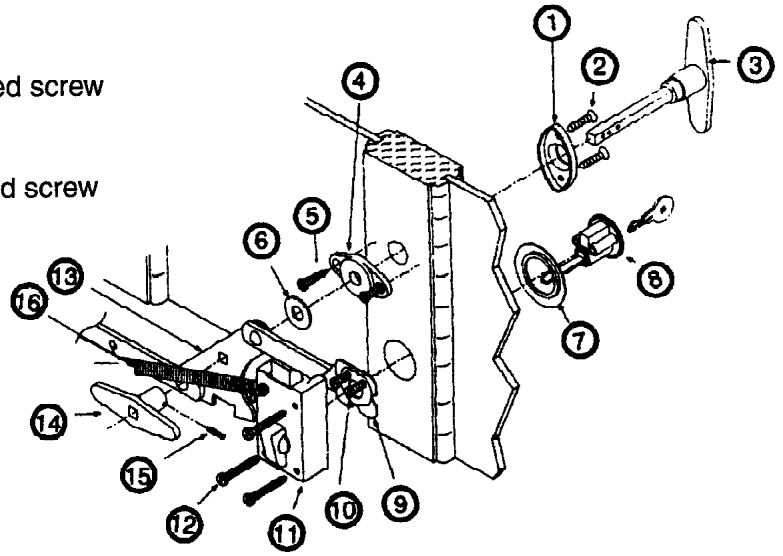

Fig. 23
## #3 Lock Bar (Fig. 23)
**Step 2:** Install escutcheon plates by centering the outside escutcheon plate over the outside of the 3/4" inch hole. Drill pilot holes and attach with screws. Center the inside escutcheon plate over the inside of the 3/4" hole. The inside and outside escutcheon plates should be turned 90° to each other so the screw holes DO NOT line up. Drill pilot holes and attach with screws. (FIG. 23)